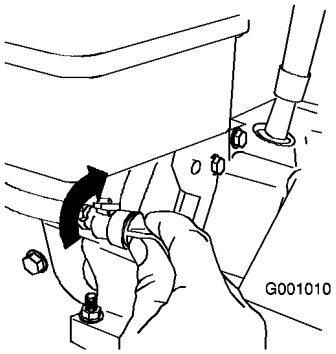

Figur 27
3. Stäng bränslekranen genom att vrida den medsols (Figur 27).